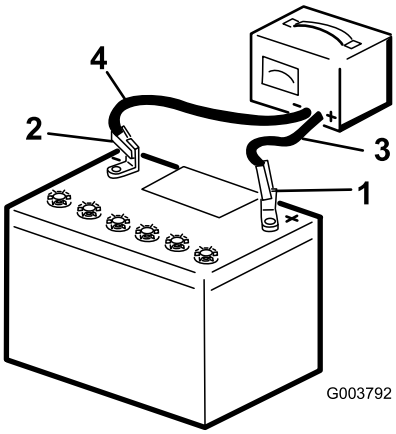

Rysunek 32
2. Ładuj akumulator przez 10 do 15 minut przy natężeniu od 25 do 30 amperów lub przez 30 minut przy natężeniu 4 do 6 amperów (Rysunek 32). Nie dopuszczać do przeładowania akumulatora.
3. Gdy akumulator będzie w pełni naładowany, należy odłączyć ładowarkę od gniazdka elektrycznego, a następnie odłączyć przewody ładowarki od biegunów akumulatora (Rysunek 32).